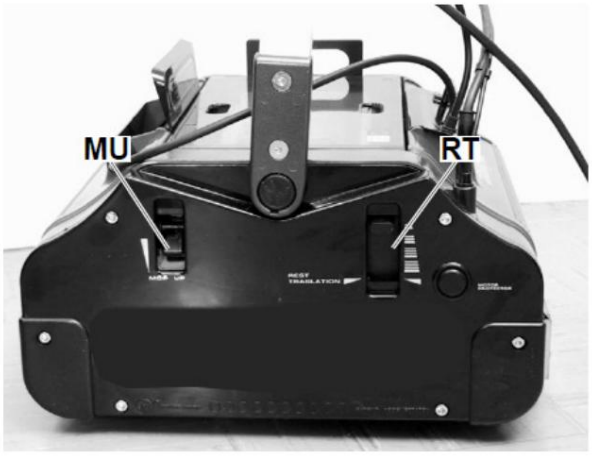

Fig. 11: Interruptor MU y pantalla RT
Paso 2: Mueva la palanca MOP-UP (Fig.11) hacia arriba.